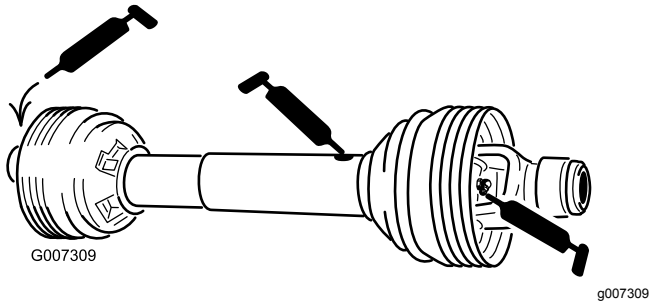

Figur 45
Kraftudtagsaksel (3) (Figur 45)